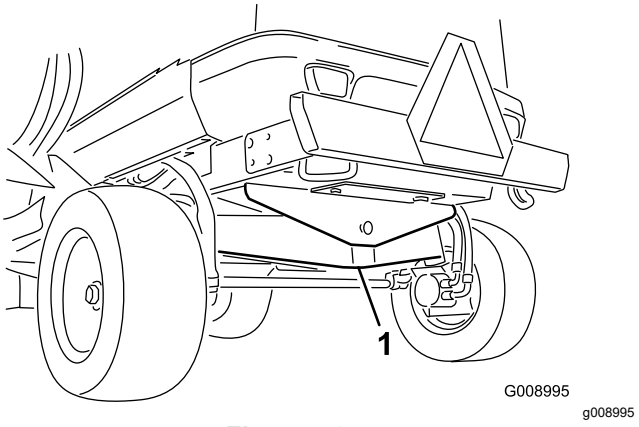

**Figuur 76**
1. Krikpunt aan de voorzijde (2)
**Achteraan de machine** – op het midden van as (Figuur 76)